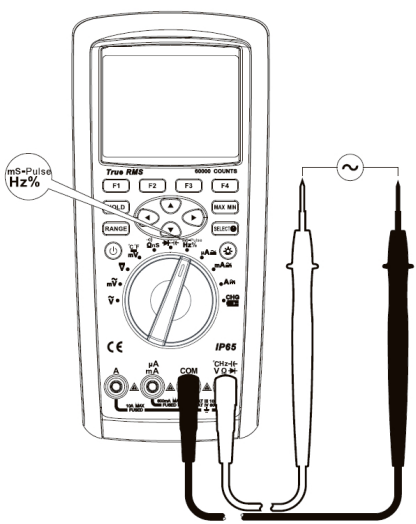

Figura 11
2. Posicione a chave rotativa para ***"Hz % mS-Pulse"*** ,pressione o botão ***"SELECT"*** para selecionar a medida de frequência (Hz), Duty Cycle (Duty%) ou Largura de pulso (ms-Pulse) e então conecte as pontas de prova em paralelo na fonte do sinal sob teste, conforme ***Figura 11***.